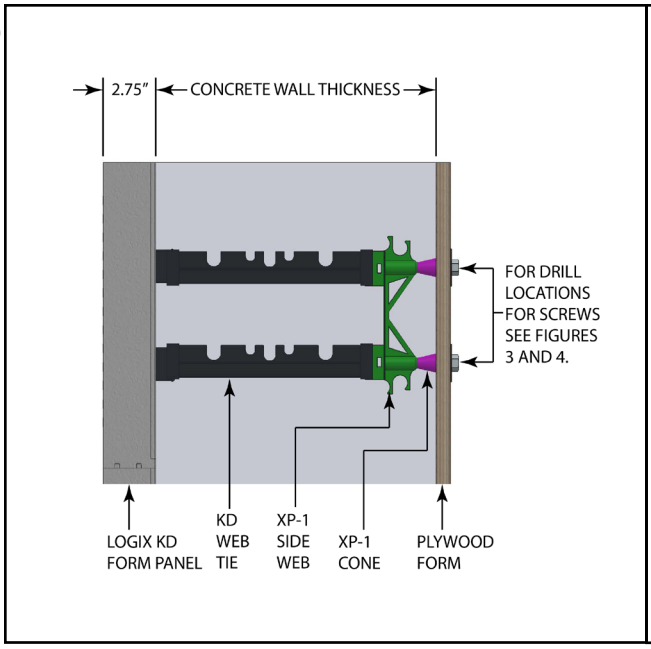

Figure 1 - Constant Wall Thickness Option
For an assembled view of Logix XP-1 see Figures 1 and 2 in Section 4.
1. With exposed concrete on one side of the wall (see Figure 1),
Table 1: Constant Wall Thickness Option (refer to Figure 1)
Table 3: R-Values for Constant Wall Thickness Option (refer to Figure 1)